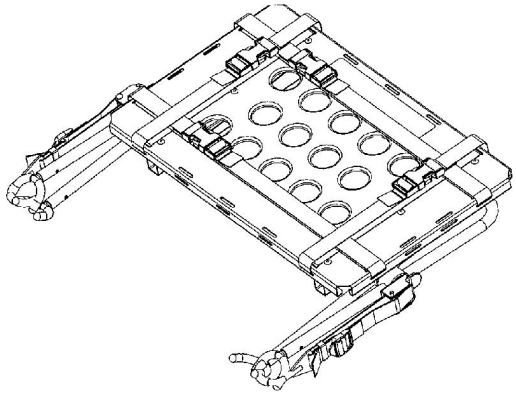

Figura 54
1. Posizionare la piattaforma del defibrillatore nella posizione di conservazione come mostrato nella Figura 54.